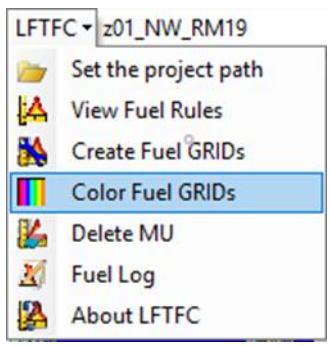

***Figure 7-33. Select FUEL Color** from the drop-down menu.*
- To apply fuel grid colors, click **FUEL Color** on LFTFC's drop-down menu (Figure 7-33).